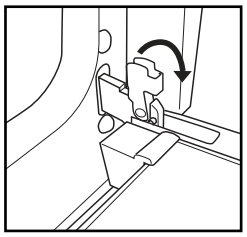

Fig. 1
2. Til de twee vergrendelingen van de scharnieren omhoog en naar voren tot ze niet verder kunnen (*Fig. 1*).